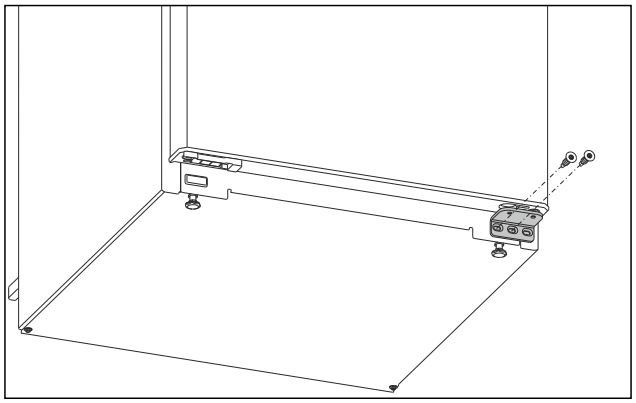

Fig. 4
- ▶ Deșurubați și scoateți șurubul din mijloc de la suportul de lagăr inferior cu șurubelnița Torx 20. *Fig. 4 ()*
- ▶ Deșurubați și scoateți șurubul din interior de la suportul de lagăr inferior cu șurubelnița Torx 20. *Fig. 4 ()*